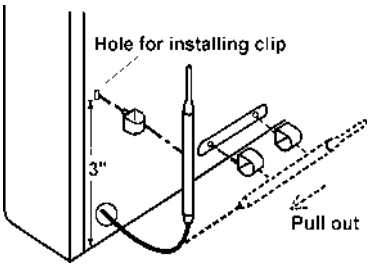

Figure 5 -Moving Thermostat Sensing Bulb
2. Take out the bulb clip from the hardware package and insert it into the square hole and then insert the sensing bulb into the bulb clip (see Figure 5).